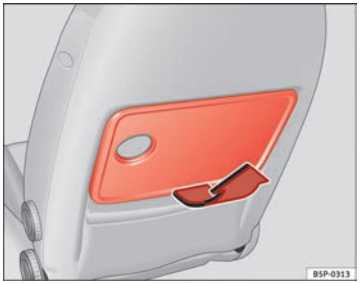

Fig. 102 Folding tray on the front left seat
– To open the tray, open it up in the direction of the arrow ⇒ Fig. 102.